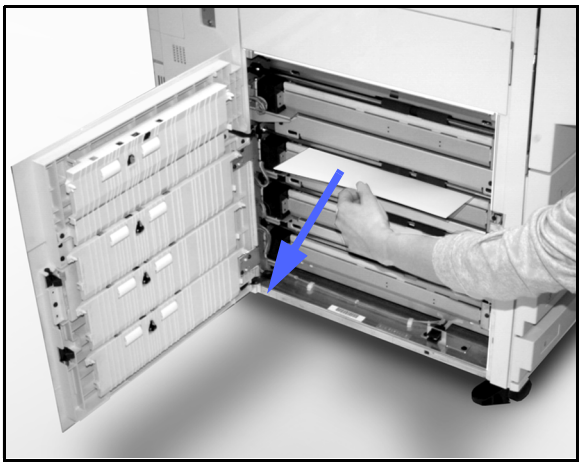

Figura 4: Desencravar a partir do lado esquerdo
- Se ocorrer um encravamento a partir das Bandejas 1, 2, 3 ou 4, abra o painel lateral da porta esquerda e retire cuidadosamente o papel encravado, tal como ilustrado na Figura 4.